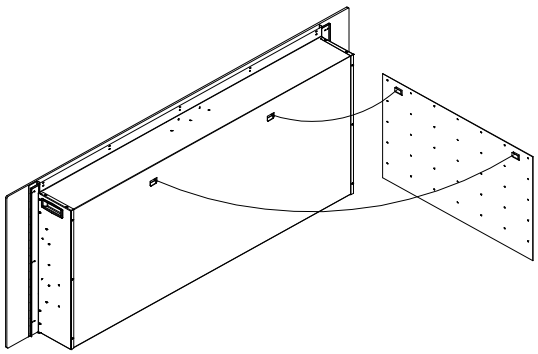

Fig. 2
4. Remove mounting plate from the back of the appliance by removing the two scews as shown in Fig. 2.